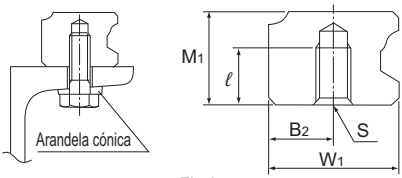

Fig.2
(1) Determine la longitud del tornillo de manera que pueda garantizar una holgura de 2 a 3 mm entre la punta del tornillo y el extremo del agujero (profundidad efectiva del orificio roscado).
(2) Como se muestra en Fig.2, también se encuentra disponible una arandela cónica que permite montar el modelo GSR en una pieza de acero.
(3) Para obtener el código del modelo, consulte A1-294 a A1-295.